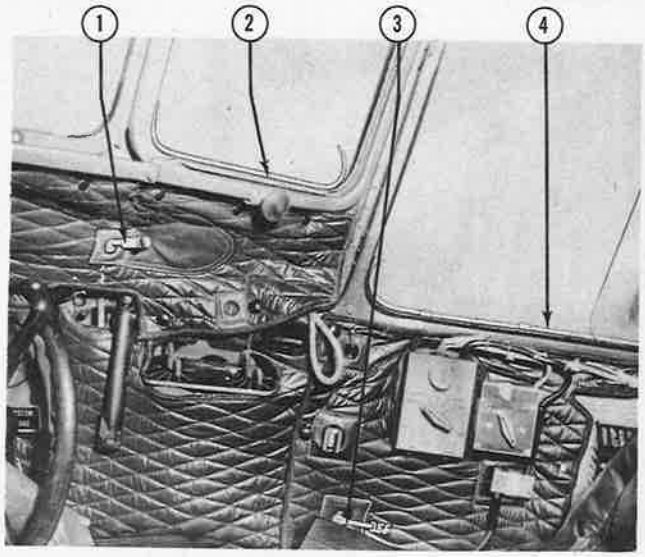
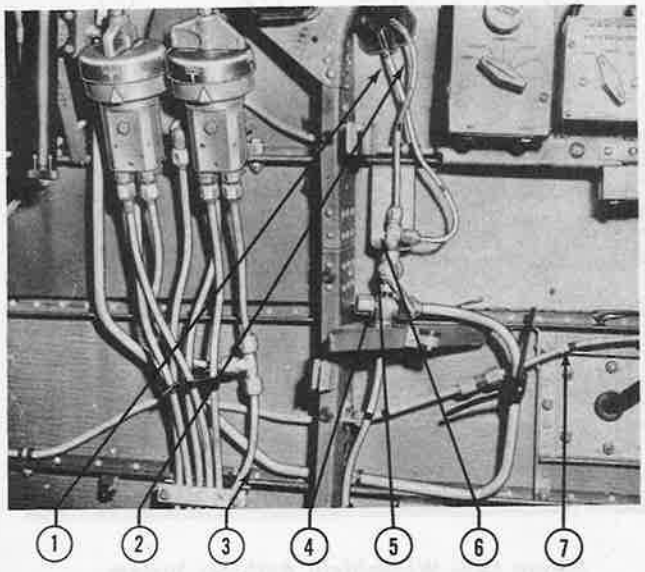

Figure 566—Windshield Anti-Icer System Hand Pump Installed
Figure 567—Windshield Anti-Icer System Cross, Valve and Tee Installed
1. DESCRIPTION. – Fluid flows from the supply tank to the hand pump by gravity. It is pumped through a cross (4, figure 567) under the right rear side windshield to a shut-off valve under the left rear side windshield. Above the cross is a similar shut-off valve (5, figure 567 and 3, figure 566) for fluid flow to the right side windshields. When either shut-off valve is manually opened, the fluid flows through a tee (6, figure 567) connected to the top of either valve. It continues from the tee through two smaller lines which penetrate a hole (figure 567) above the tee and through the fuselage. The hole is reinforced with a grommet and plugged with "dum-dum," a black putty, to prevent the enclosed lines from vibrating. The fluid continues through both lines, one encircling the front, side windshield (2, figure 566); and the other encircling the rear, side windshield (4, figure 566). Sealed at the ends, both lines contain perforations around the windshields to release the fluid onto the windshields. As the fluid sprays onto the windshields, the air stream spreads it over their surfaces.
2. HAND PUMP. *(See 1, figure 566.)*
(See 3, figure 566 and 5, figure 567.)